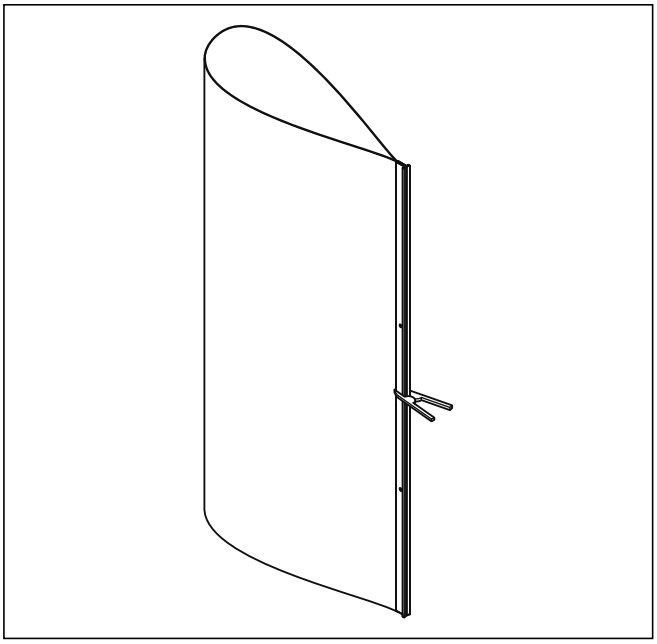

Figura 4.9 Fissaggio del rivestimento con la pinza
- Afferrare il rivestimento sul listello metallico e girare intorno al serbatoio in modo da tenere in mano il rivestimento ripiegato "a sinistra" a forma di goccia (**→ figura 4.9**).